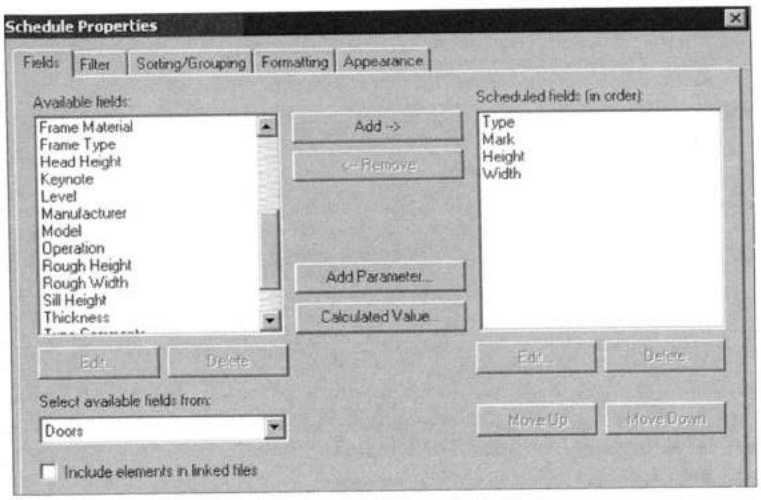

Рис. 32.2. *Формирование состава параметров в спецификации*
2. Нажать кнопку OK. Откроется бокс **Schedule Properties** (Свойства спецификации) (рис. 32.2) с пятью вкладками, в котором настроить спецификацию выбранного типа (подробнее об этом ниже).
Формирование структуры спецификации. На вкладке **Fields** (Поля) (см. рис. 32.2) формируется состав граф в спецификации. Необходимо выбрать из списка **Available fields** (Доступные поля) нужные параметры и нажать кнопку **Add** (Добавить), чтобы добавить их в список **Schedule fields** (Поля в спецификации). Порядок, в котором размещаются поля в этом списке, будет соответствовать порядку граф слева направо в спецификации. Этот порядок можно изменить, выделив в списке нужное поле и переместив его вверх/вниз кнопкой **Move Up/Down** (Переместить вверх/вниз). Для исключения поля из списка выделить его и нажать **Remove** (Удалить). Выбранное поле снова окажется в списке **Available fields**.